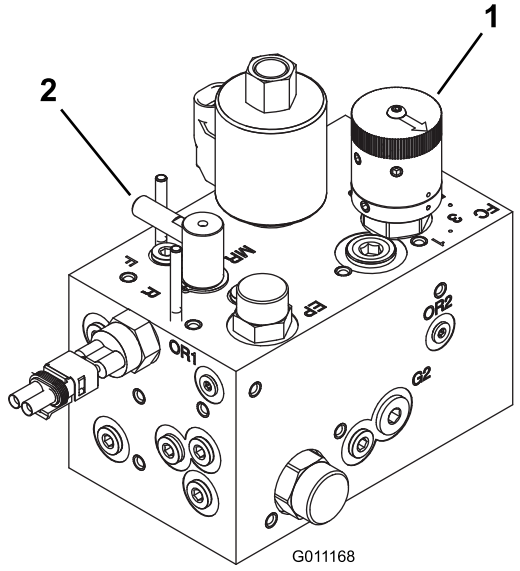

Figur 75
3. Vrid slipningsreglaget till slipläget (R). Vrid cylinderhastighetsreglaget till läge 1 (Figur 75).